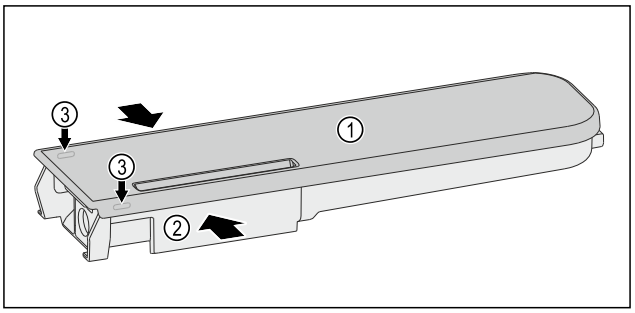

*Fig. 130*
▶ Presionar el depósito de agua *Fig. 130 (2)* y hacer palanca con cuidado en la tapa *Fig. 130 (1)* sobre los pestillos *Fig. 130 (3)* y tirar de ella hacia arriba.
▶ Mover suavemente la tapa *Fig. 130 (1)* hacia delante y hacia atrás y retirarla hacia arriba.